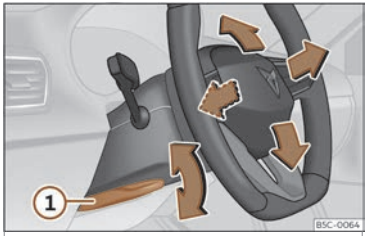

Fig. 4 Palanca a la part inferior del lateral esquerre de la columna de direcció.
- Estireu la palanca ››› **fig. 4** ① cap a baix, moveu el volant fins a la posició desitjada i torneu a apujar la palanca fins al punt de tancament.
- **Després d'ajustar la columna de la direcció, empenyeu fermament la palanca ››› fig. 4 ① cap amunt perquè el volant no canviï de posició accidentalment durant la marxa.**